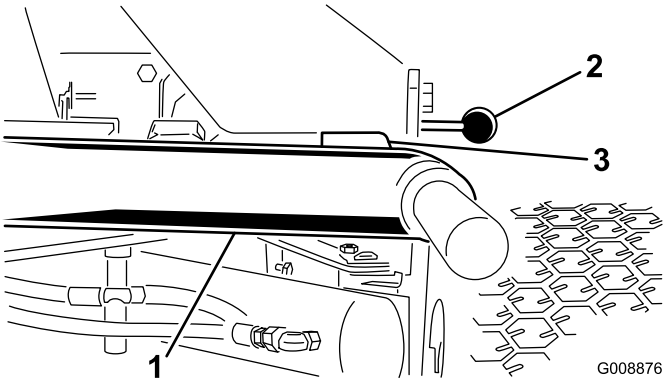

Figur 25
1. Start motoren, hev løftearmene og kontroller at klaringen mellom hver løftearm og gulvplatebraketten er 5–8m (Figur 25).